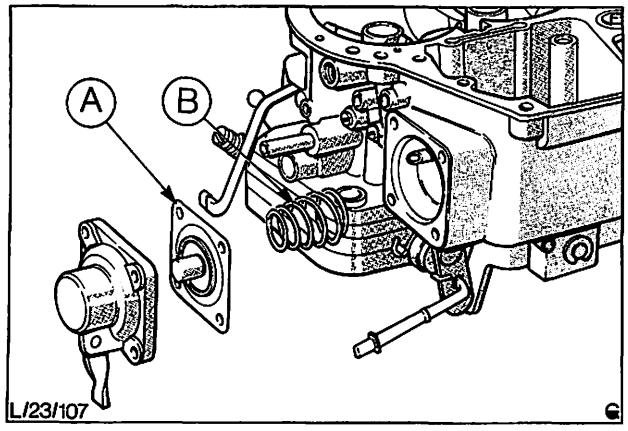

Abb. 89 Beschleunigerpumpe zerlegt
13. Beschleunigerpumpe komplett einbauen, dabei darauf achten, daß die Membran richtig aufliegt und daß die Rückdruckfeder wie die in Abb. 89 gezeigte Einbaulage montiert wird.